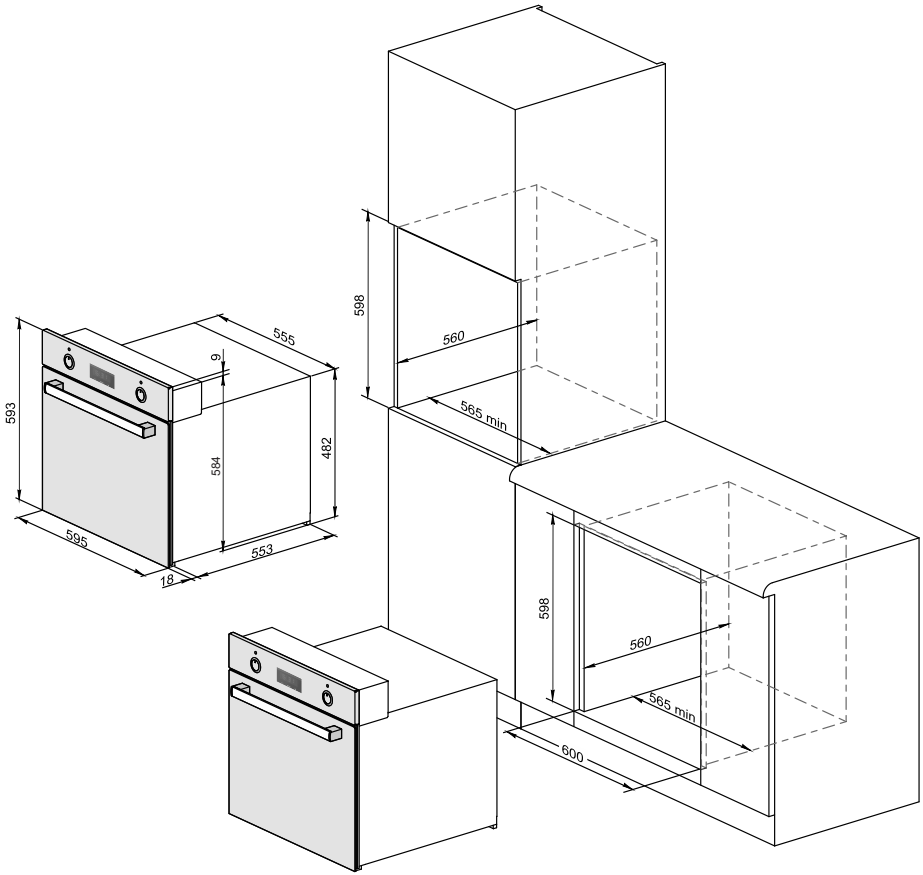

рис. 1
■ Духовой шкаф устанавливается в нишу в кухонной мебели (см. рис. 1).
■ Размеры между различными частями духового шкафа и окружающими его частями предметов обстановки показаны на рис. 1.